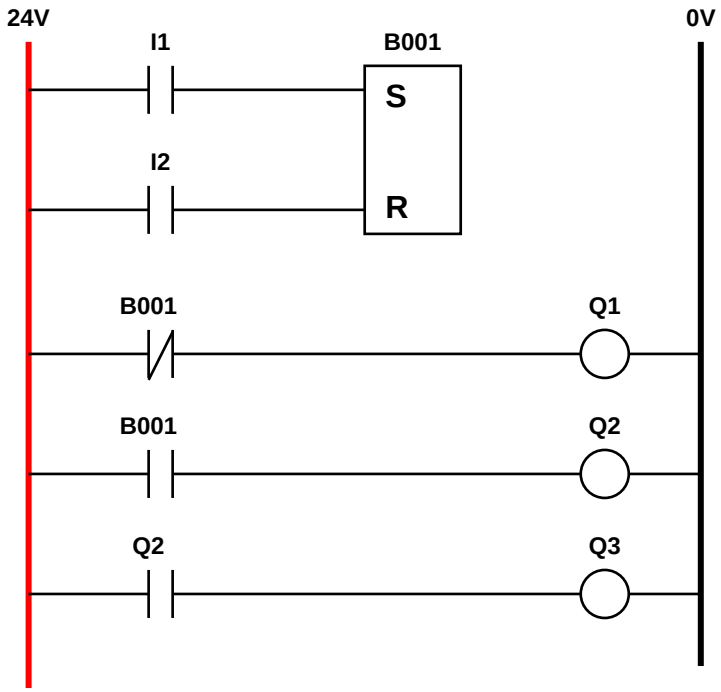

FIGUUR 2
1.3 Bestudeer die PLB-leerbronkode wat 'n afgeleë waterpompmotor beheer, soos in FIGUUR 2: